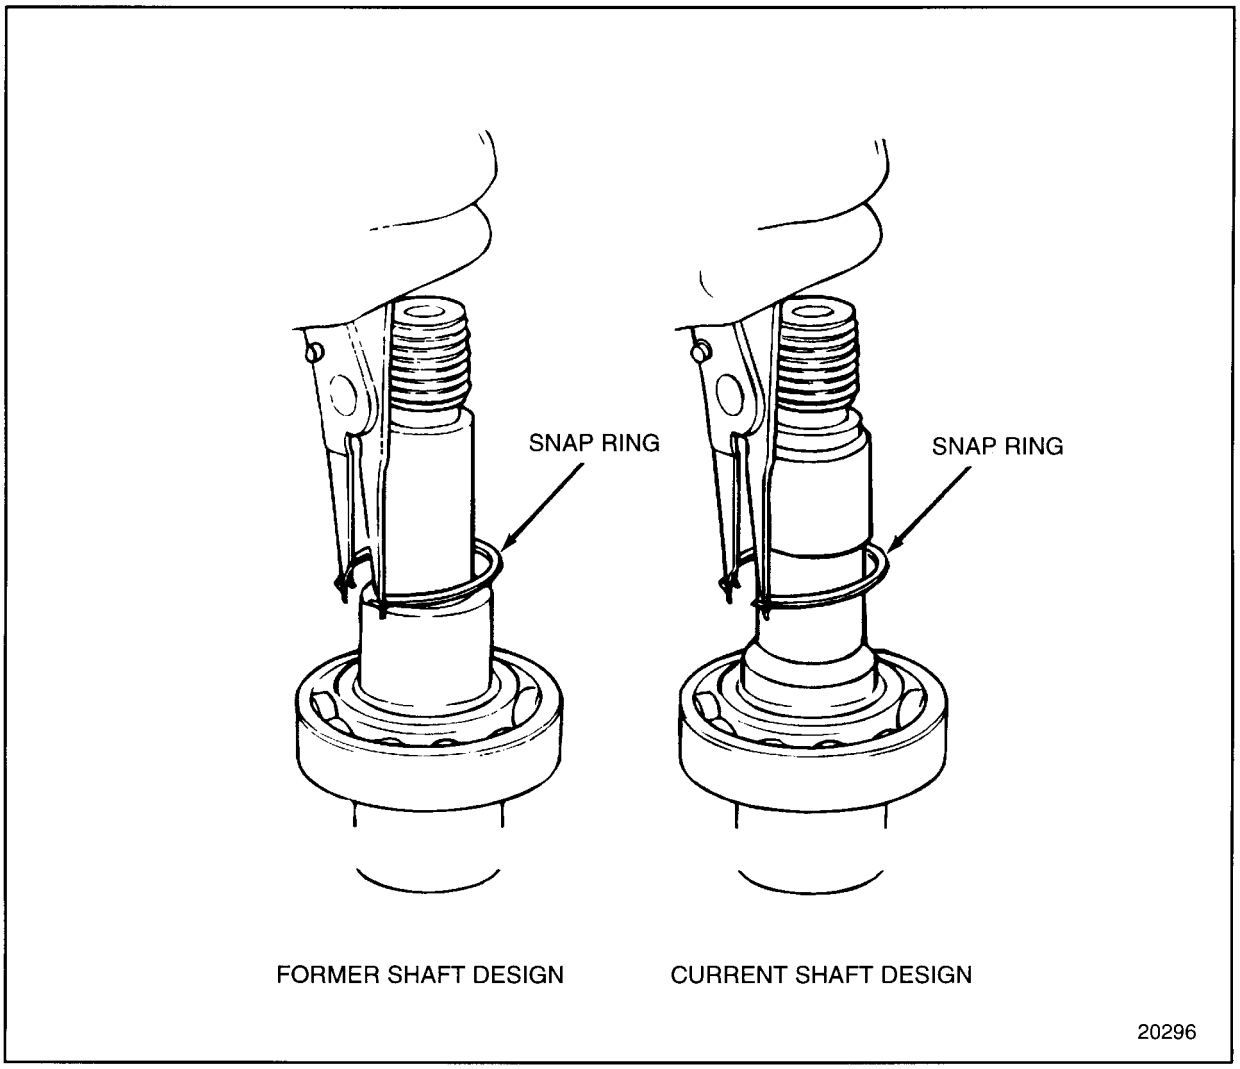

Figure 1-469 Snap Ring Installation
2. Install the snap ring to the accessory drive shaft making sure it is fully seated in the groove a full 360 degrees See Figure 1-469.